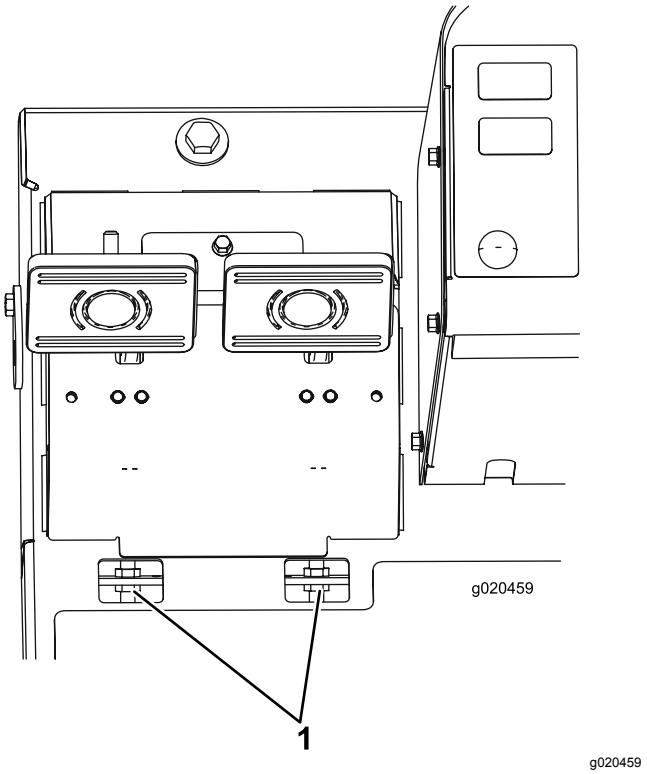

**Figuur 94**
B. Draai de voorste moer op het draadeinde van de remkabel los (Figuur 94).